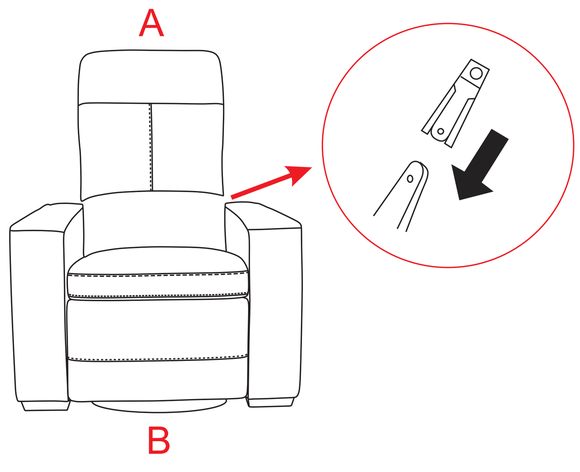

Figure 4
Attach the Back (A) to the Seat (B). Ensure the latches fit well. (See Figure 4.)